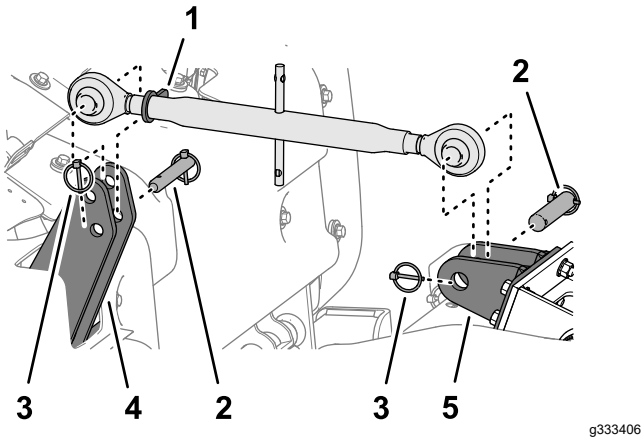

Figuur 48
2. Zet de borgmoer (Figuur 48) los en draai aan de bovenste verstelling zodat er geen spanning is tussen de machine en de tractie-eenheid.
3. Verwijder de lynchpen en de draaipen waarmee de bovenste verstelling is bevestigd aan de bovenste koppelplaten van de machine (Figuur 48).
4. Verwijder de lynchpen en de draaipen waarmee de bovenste verstelling is bevestigd aan de beugel voor de koppeling van de tractie-eenheid (Figuur 48).